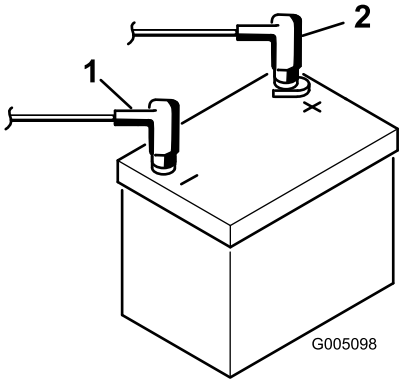

**Figur 8**
8. Slut pluskablet (rødt) til pluspolen (+) og minuskablet (sort) til minuspolen (-) på batteriet, og fastgør dem med bolte og møtrikker (Figur 8). Skyd gummikappen ind over pluspolen for at forhindre eventuel kortslutning.